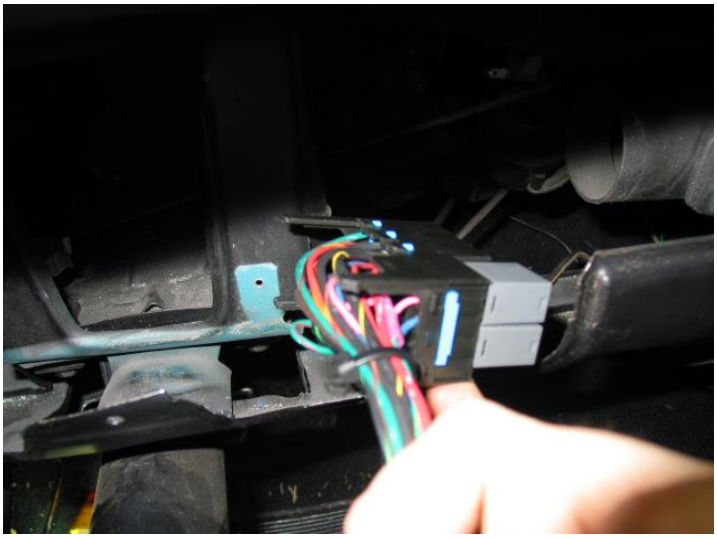
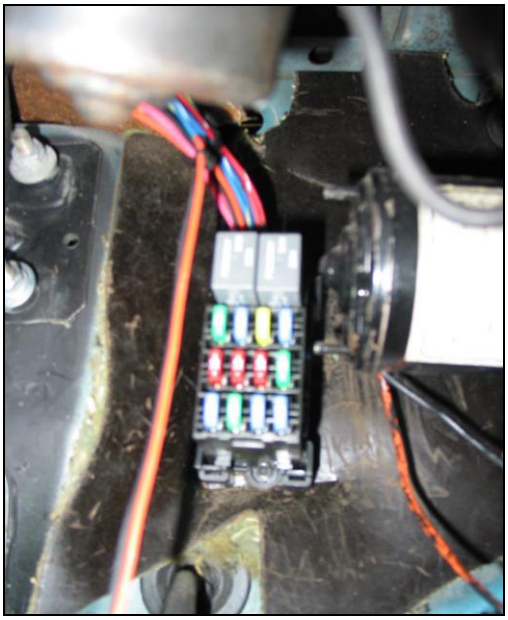

Figure 6-3 Routing Fuse Block through Instrument Cluster Opening
Figure 6-4 Fuse Block Snapped Into Base
6.1.2 Route the fuse block and attached harness through the instrument cluster opening, down past the wiper motor and snap it into the fuse block base. **See Figure 6-3 and Figure 6-4.** (Note: The fuse block does **not** need to be grounded.)